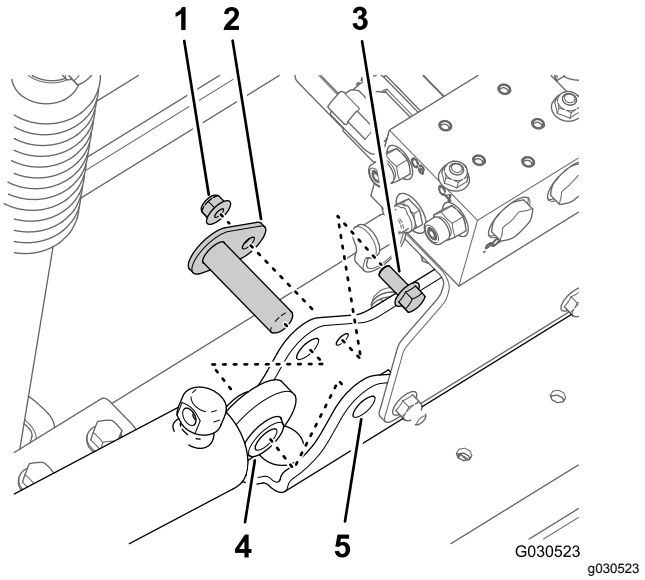

Rysunek 39
3. Odkręć nakrętkę kołnierzową zabezpieczającą (5/16 cala) oraz śrubę kołnierzową (5/16 x 3/4 cala) mocujące sworzeń osi obrotu do mocowania siłownika (Rysunek 39).
4. Wyjmij sworzeń osi obrotu i siłownik podnoszenia z maszyny (Rysunek 39).